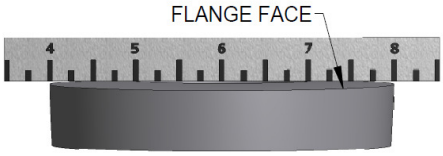

**Figure 1 - Measuring for Flatness**
4. Check to make sure the gasket faces of the assembly are flat by placing a straight edge across the face. If faces are not flat, the holder is not suitable for use (See Figure 1).